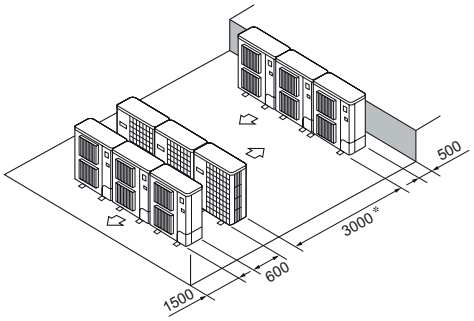

Rys. 2-13
⑥ Rozmieszczenie równoległe wielu jednostek (Rys. 2-13)